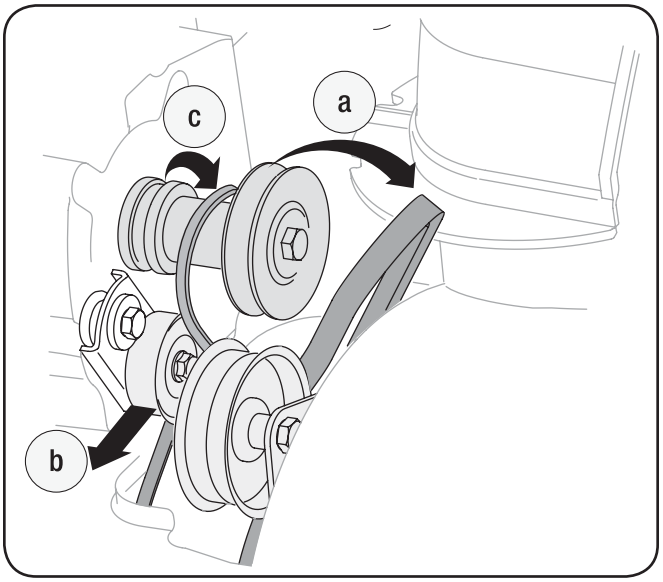

Fig. 7-6
3. Dégagez la courroie commit suit. Voir la Fig. 7-6: